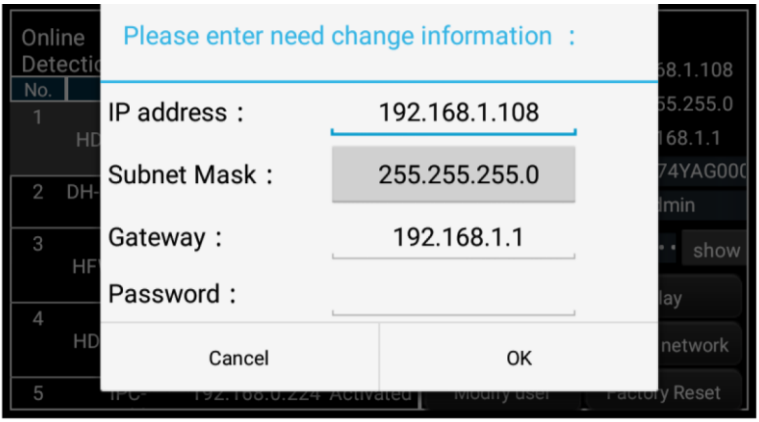

Рис. 183 Изменение сетевых настроек
5. Для изменения сетевых параметров нажмите кнопку Modify network (Изменить сетевые параметры). Здесь можно задать IP адрес, маску подсети и шлюз, рис. 183